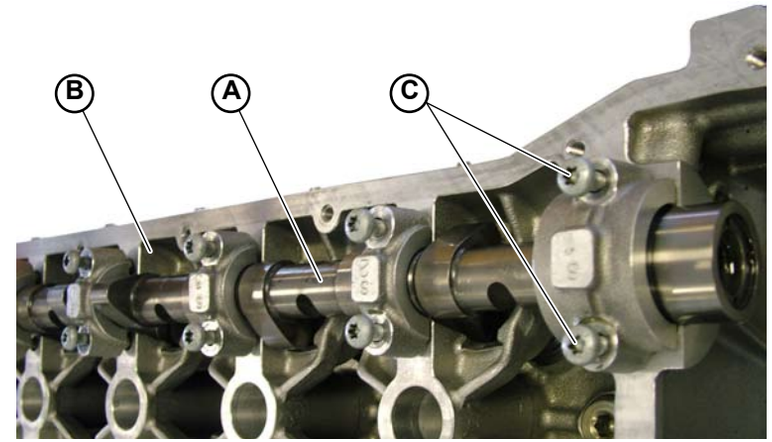

Fig.4
1. Clean all the camshaft **(A-Fig.4)** and head **(B-Fig.4)** lubrication holes thoroughly; apply only engine oil.
4. Tighten the screws **(C-Fig.4)** of the supports.